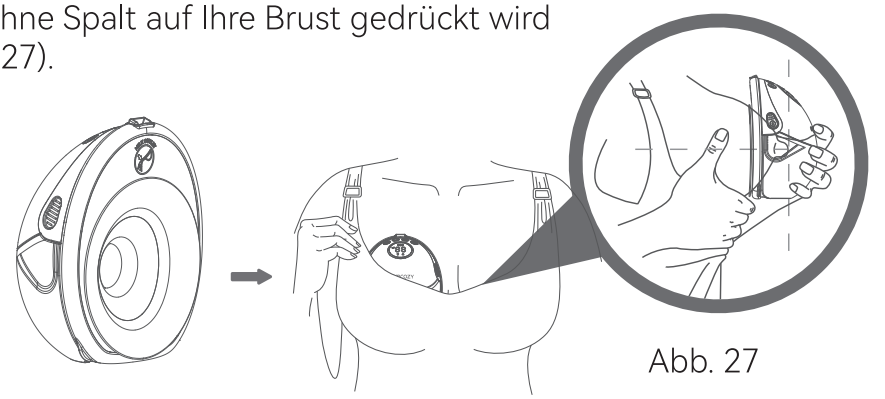

Abb. 27
a. Vergewissern Sie sich vor dem Abpumpen, dass die Pumpe fest und ohne Spalt auf Ihre Brust gedrückt wird (Abb. 27).